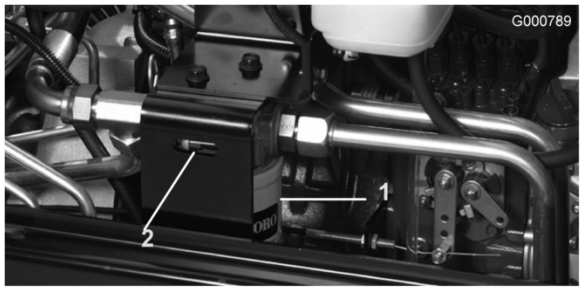

Figur 65
2. Rengør området omkring det sted, hvor filteret er monteret. Anbring en drænbakke under filteret, og afmonter filteret (Figur 65).